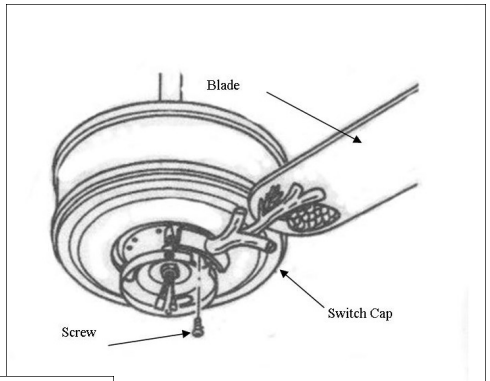

Figure 8
- Attach each blade arm to the motor face using the 2 screws included in the parts kit. Medallions styles will vary. *(figure 8)*
- The pull chain, located on the switch housing (see figure 8), will control the speed of your fan.